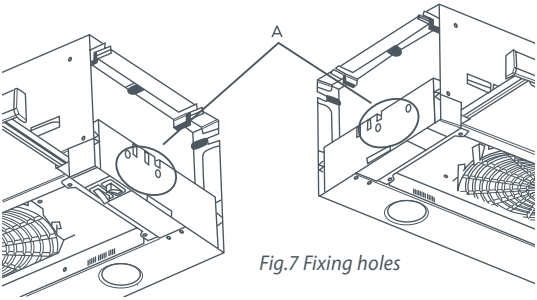
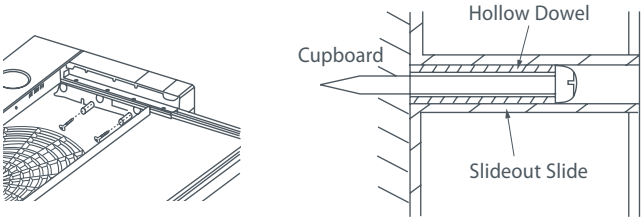

Fig.7 Fixing holes
Fig.8 Side mounting
1. Slide out the drawer and remove filter. You will see two mounting holes running through the moulded sides (see Fig.7).
2. Remove the thin plastic skin (A) from each side fixing hole. An 8 mm diameter drill bit is recommended.
3. Position slideout (ensuring unit is level) and fix in place using screws and hollow dowels through each side fixing hole (see Fig.8). (Check screw length with thickness of cabinet panels).